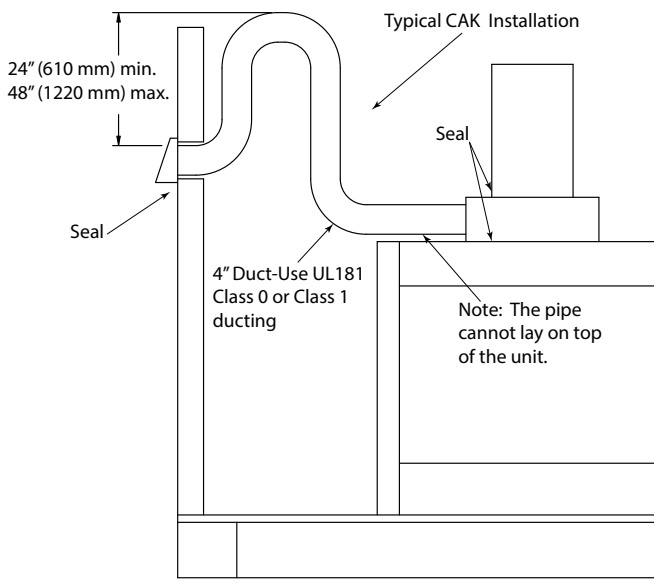

Figure 6.4 P Trap Installation Using Flex Pipe
- Seal around the cap and flex with caulk to stop air from getting into the chase. See Figure 6.4.
When using the chimney air kit (CAK) and the outside air kits, it is recommended that you install a P trap as shown in Figure 6.4 by bending the flex duct, or using 90° elbows iif using rigid duct to help prevent air circulation when the fireplace is not in use. In colder climates, it is strongly recommended to use an insulated duct.